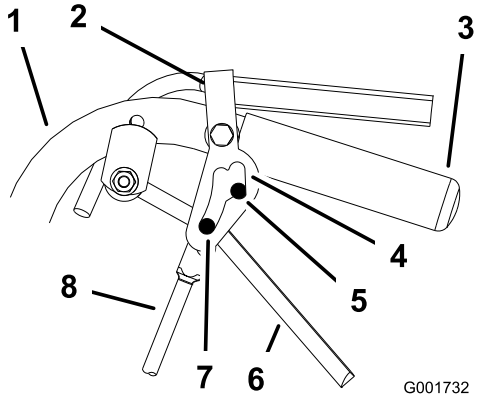

Figur 38
5. Frigör och aktivera neutrallåset och kontrollera att hjulet inte roterar (Figur 38). Upprepa denna process tills hjulet slutar rotera.